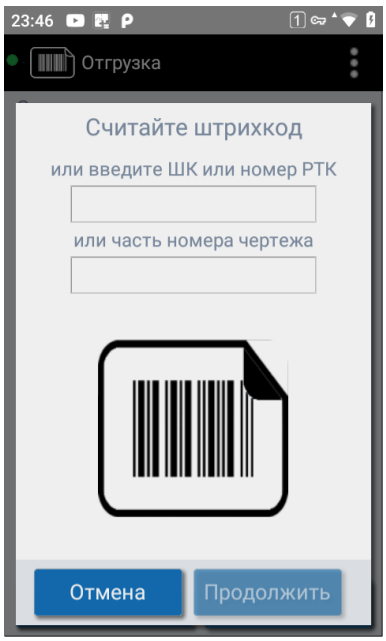

Рисунок 24. Поиск ведомости оснащения
2. Считайте ШК ведомости или операции, либо введите ШК или номер РТК, либо часть номера чертежа (шифра ДСЕ) – части можно вводить через пробел, регистр не важен (см. Рисунок 24). Если найдено несколько ведомостей, выберите нужную.